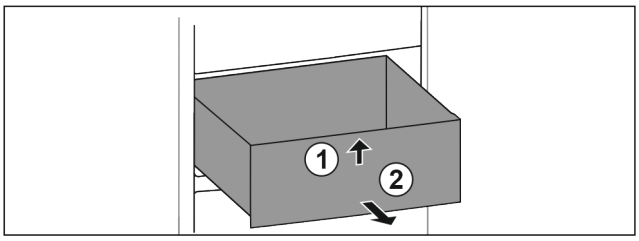

Fig. 103
▶ Приподнимите выдвижной ящик спереди. *Fig. 103 (1)*
▶ Извлеките выдвижной ящик движением вперед. *Fig. 103 (2)*